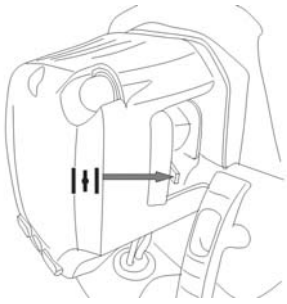

Fig.12
6. Lorsque le moteur a démarré mettez le starter en position ouverte « RUN » (fig.12)